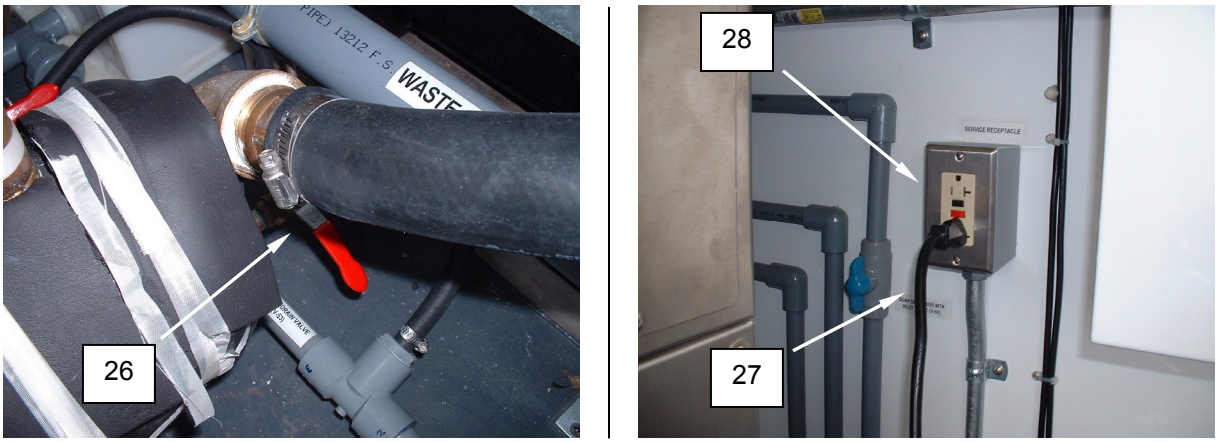

Figure 9. Purge Automatic Soap Dispenser.
11. Close P-1 pump drain valve V-53 **(Figure 9, Item 26)** and boiler outlet drain valve V-37.
12. Connect the air compressor power cord **(Figure 9, Item 27)** to the service receptacle **(Figure 9, Item 28)**.